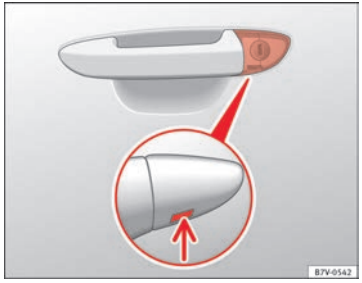

Fig. 55 Driver door lever: Hidden lock cylinder
- Insert the key shaft into the opening in the cover on the driver door handle from below ⇒ Fig. 55 (arrow) then remove the cover upwards.